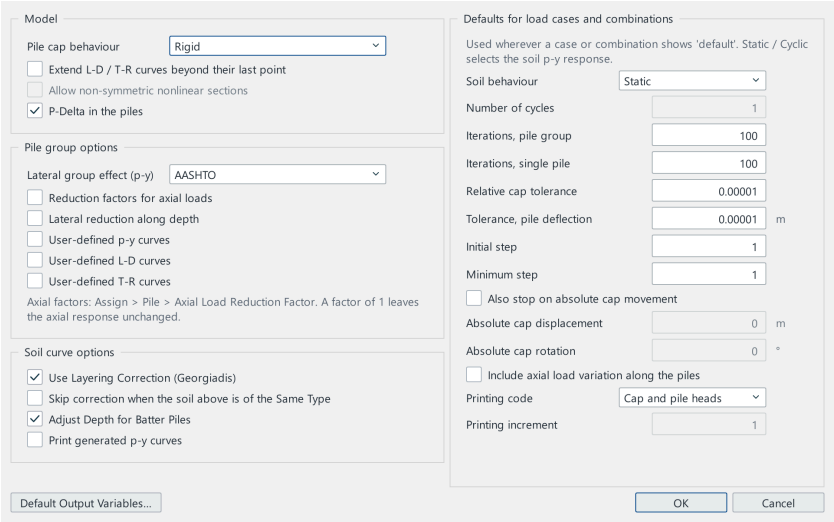

Figure 16.12 — Example 4 — Analysis Options with the group effect set selected for the run
4. **Analyze** ▸ **Set Analysis Options…**: *Group effect* = AASHTO (Figure 16.12), run; then *Group effect* = Close, run.